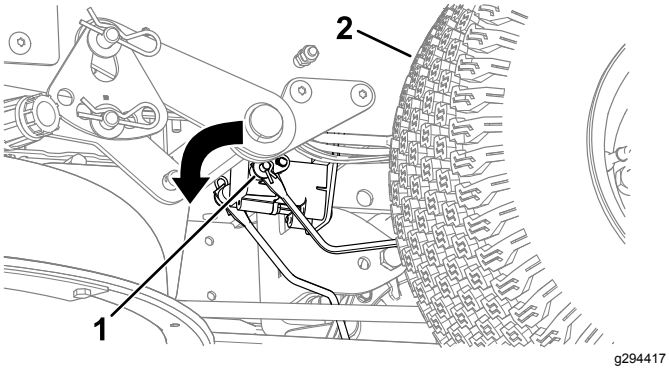

Figur 51
3. Finn akselen på den elektriske bremsen hvor bremseleddarmene er tilkoblet (Figur 51).